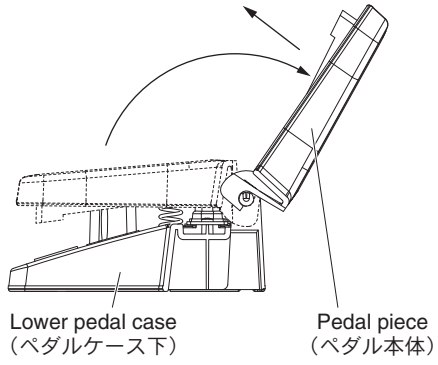

Fig. A-12（図 A-12）
A-11-7 Rotate and remove the three (3) pedal pieces from the lower pedal case. (Fig. A-12)
A-11-7 ペダル本体（3 ヶ所）を回転させて、ペダルケース下から外します。（図 A-12）